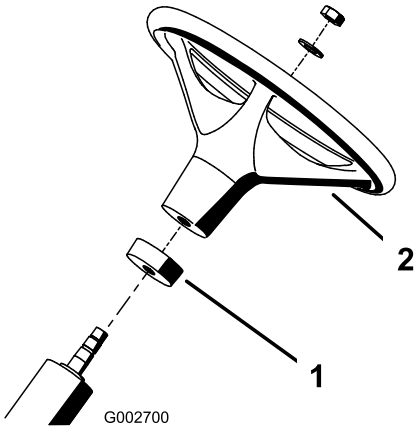

Figur 2
2. Trä på skumstoppringen med den smala änden först på styraxeln (Figur 2).
3. Trä på ratten på styraxeln (Figur 2).
4. Fäst ratten vid styraxeln med en bricka och en låsmutter (Figur 2). Dra åt låsmuttern till 27–35 Nm.